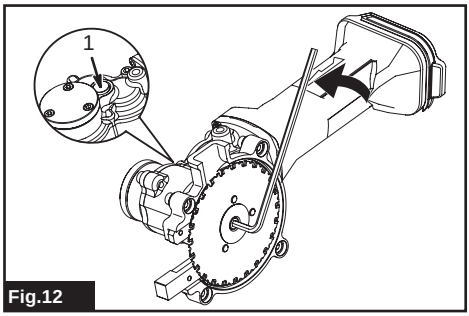

Fig.12
► **Fig.12:** **1.** Push (Lock Button)